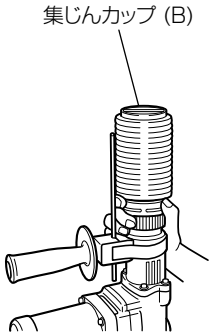

図　14
集じんカップ (B) を使用する場合は、ドリルビットを取付けた後、集じんカップ (B) を図 14 のように先端から押し込んでください。